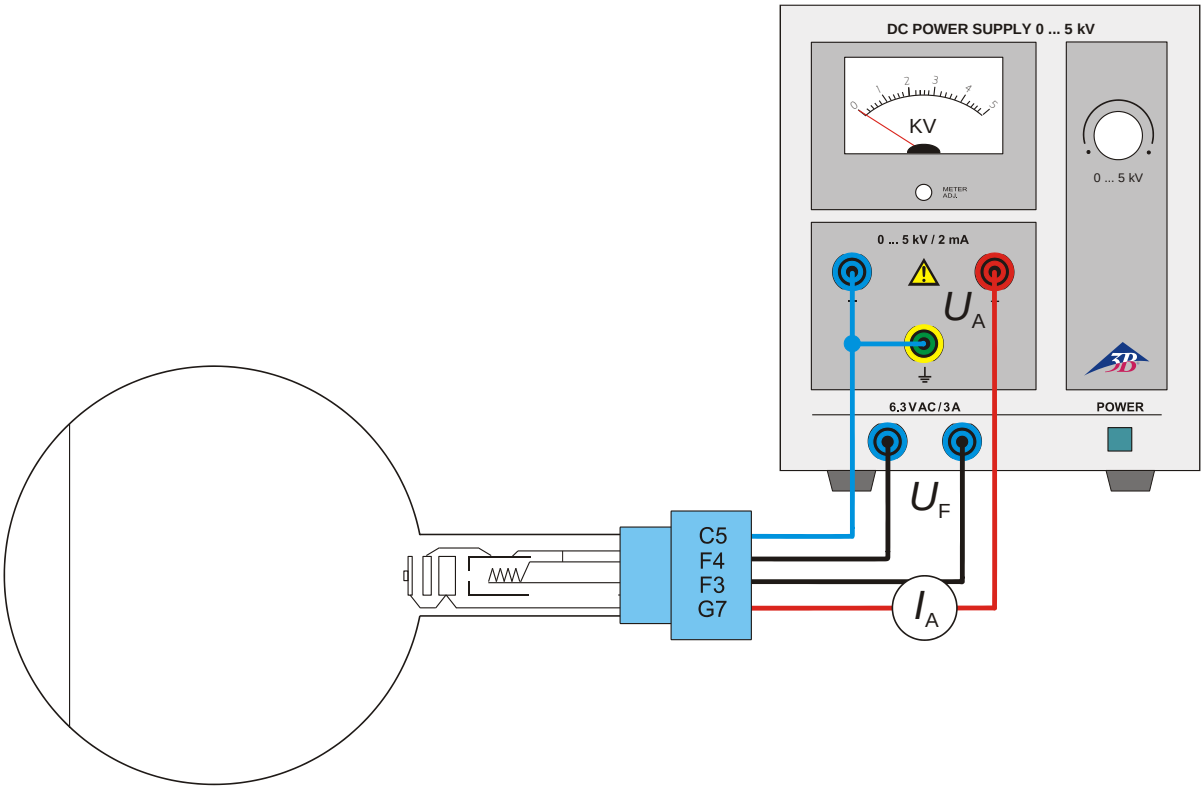

Fig. 2 Circuit du tube de diffraction
- Montez l'expérience comme le montre la fig. 2.